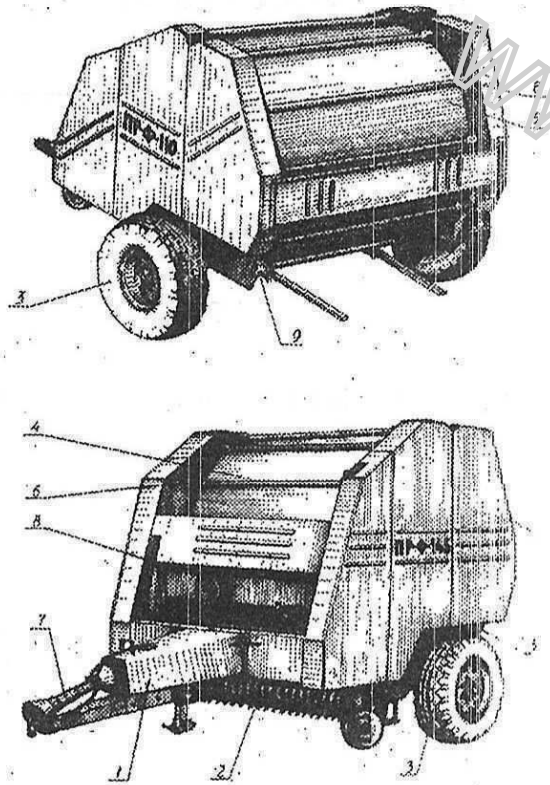

Рис. 2.1.
2.2. Основными составными частями пресс-подборщика являются: лобовина *1* (рис. 2.1), подборщик *2*, основание камеры с колесным ходом *3*, камера прессования, состоящая из передней *4* и задней *5* камер, механизм прессующий *6*, карданная передача *7*, гидросистема *8* и электрооборудование *9*.